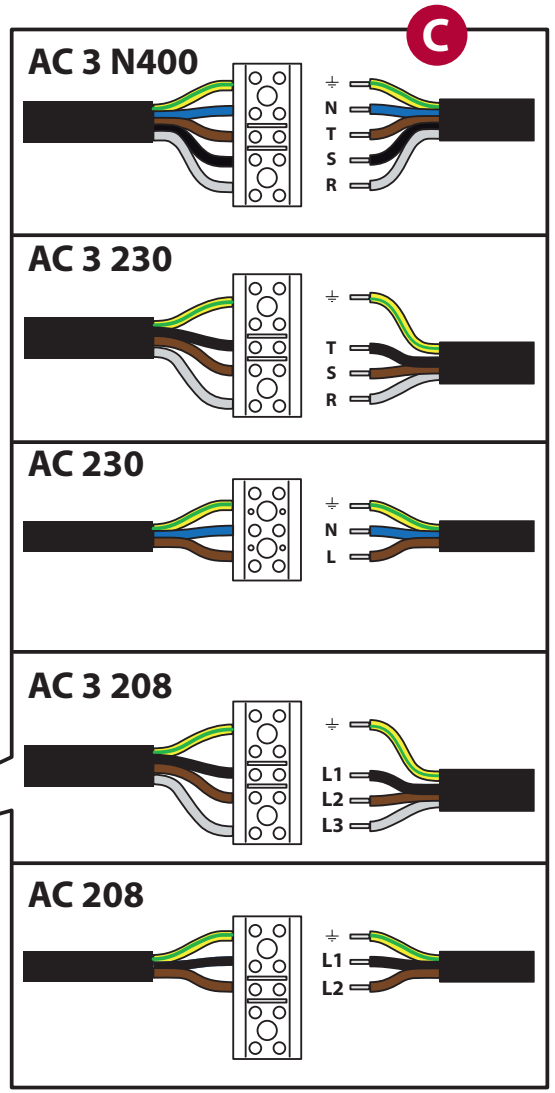

Fig. 11
- Les appareils destinés au marché Américain - UL **NE sont PAS dotés de câble de raccordement ni de fiche.** Les deux accessoires NE sont PAS fournis, ils doivent être montés par du personnel qualifié et exclusivement **du type indiqué** dans le tableau. ▶ Fig. 11 Pour raccorder le câble à l'appareil, A retirez le panneau latéral gauche de l'appareil, B faites passer le câble à travers le presse-étoupe prédisposé et C raccordez-le correctement au bornier.